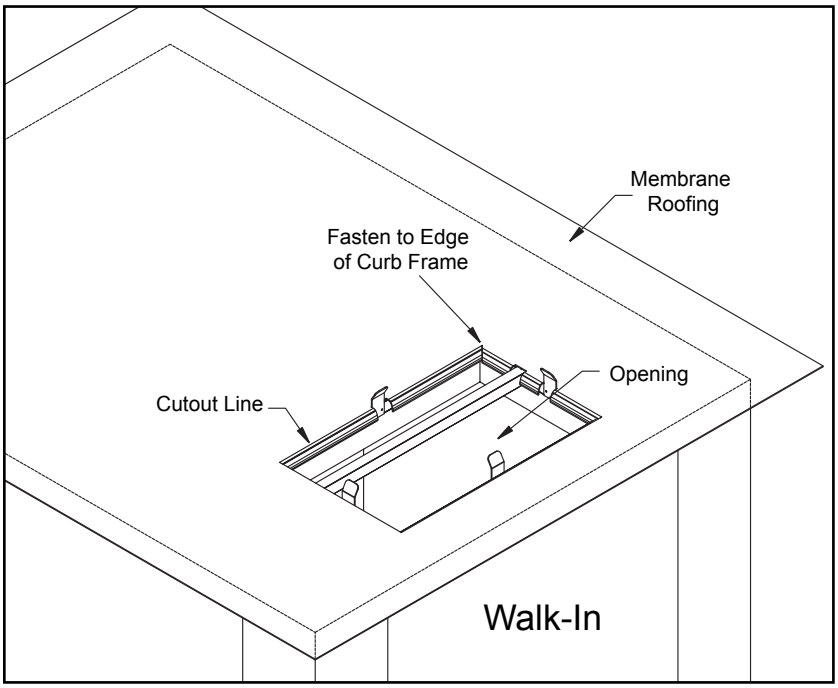

**Figure 2**
**3**. Lay the membrane roofing material over the walk-in ceiling sections and curb leaving a six inch overhang on all four sides of the walk-in. Using an utility knife, cut a hole in the membrane roof approximately 1-1/2” in from the edge of the opening. (The resulting hole in the membrane will be smaller than the ceiling opening). Fold the 1-1/2” membrane flaps into the opening, notching the membrane around the locators and divider. Use either sheet metal screws, caulk, glue, etc. to fasten the membrane roofing material to the inside edge of the curb frame. Refer to Figure 2. Do not make any penetrations in the top of the membrane roof. Any needed penetrations should be through the side wall to maintain the integrity of the roof.